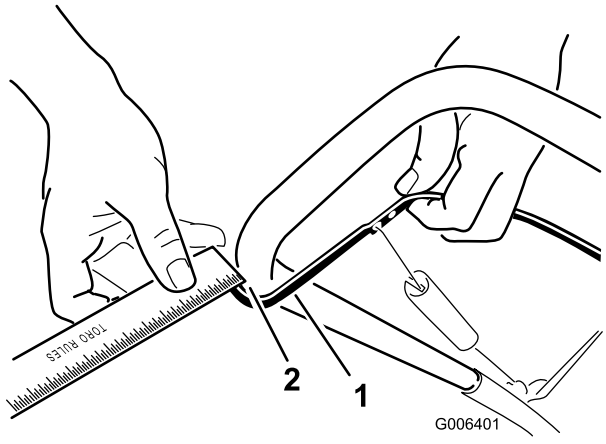

Figur 21
Flyt styrebøjlen tilbage mod håndtaget for at fjerne slækket i styrekablet (Figur 21).
Bemærk: Sørg for, at der er en afstand på 2 mm til 3 mm mellem styrebøjlen og håndtaget (Figur 21).
2. Flyt Z-beslaget til et højere eller lavere hul på justeringsleddet efter behov for at få en afstand på 2 mm til 3 mm mellem styrebøjlen og håndtaget (Figur 21).